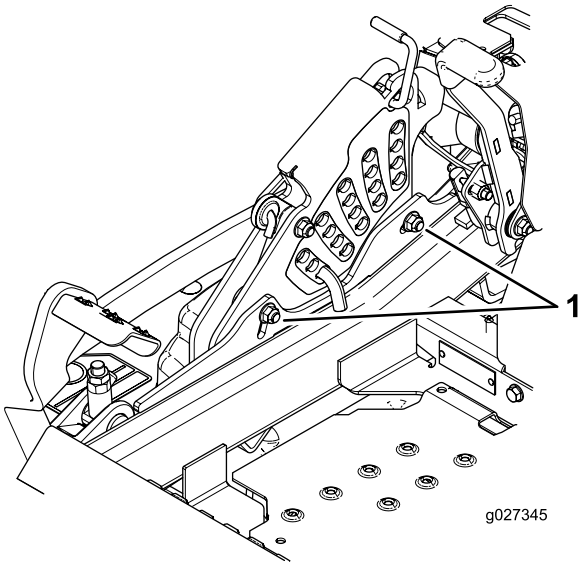

Figur 95
12. Hvis du vil justere ettrinnsjusteringsenheten, må du løsne de to boltene nederst på klippehøydeplaten. Se Figur 95.
14. Stram til de to boltene nederst på klippehøydeplaten (Figur 95). Stram til med et moment på 37–45 N·m.